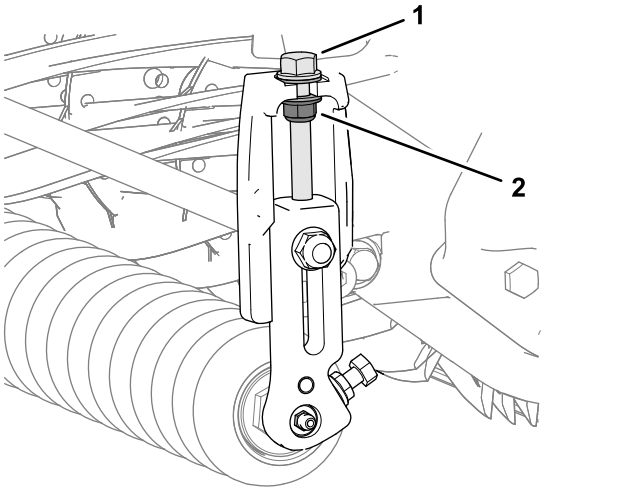

Bild 1
1. Lösen Sie die zwei Sicherungsbundmuttern an den 2 Schnitthöhenschrauben (Bild 1).